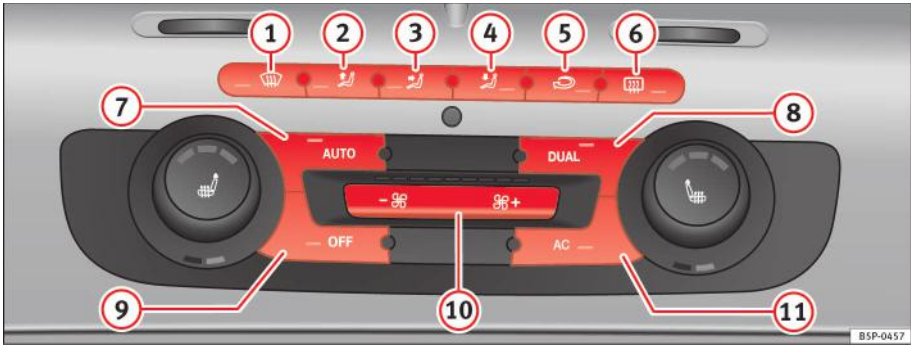

Fig. 128 Pe planşa de bord: Comenzile sistemului de climatizare 2C Climatronic
– Rotiți butoanele de reglare a temperaturii ⇒ fig. 128 pentru a regla temperatura pe partea stângă sau pe partea dreaptă.
– Apăsați butonul AUTO ⇒ pagina 167, fig. 128. Pe afişajul radioului apare “AUTO High” (viteză mare a ventilatorului).
– Apăsați din nou butonul AUTO ⇒ pagina 167, fig. 128. Pe afişajul radioului apare “AUTO Low” (viteză redusă a ventilatorului).